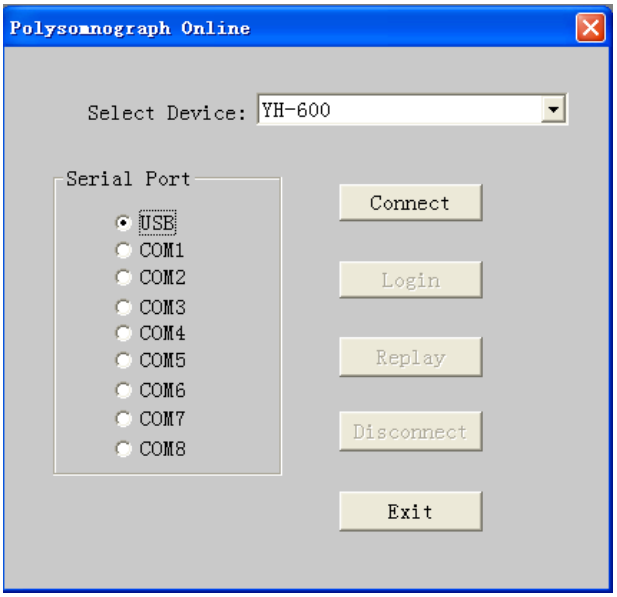

Figure 2-1 “Polysomnograph Online” dialog box
Run the software and choose the “File” from the main menu, select "New" to enter the communication interface. From the “Select Device” drop-down menu, select “YH-600”, and then select the “USB” serial port. At last, click on “Connect” (Figure 2-1).
① Do not connect YH-600B Pro to a USB hub.
② Only one YH-600B Pro can be connected to the computer at any time.
①After recording, the data can be transmitted to a computer for further analysis. Besides, YH-600B Pro allows the analyzed data to be manually edited to remove the recording mistakes.
②Run the software and choose the “File” from the main menu, select "New" to enter the communication interface. From the “Select Device” drop-down menu, select “YH-600”, and then select the “USB” serial port. At last, click on “Connect” (Figure 2-1).
③If connection succeeds, the "Connect" button will be grayed. And other originally grayed unavailable buttons will be available now. After connection with the computer, YH-600B Pro will automatically enter the communication status.